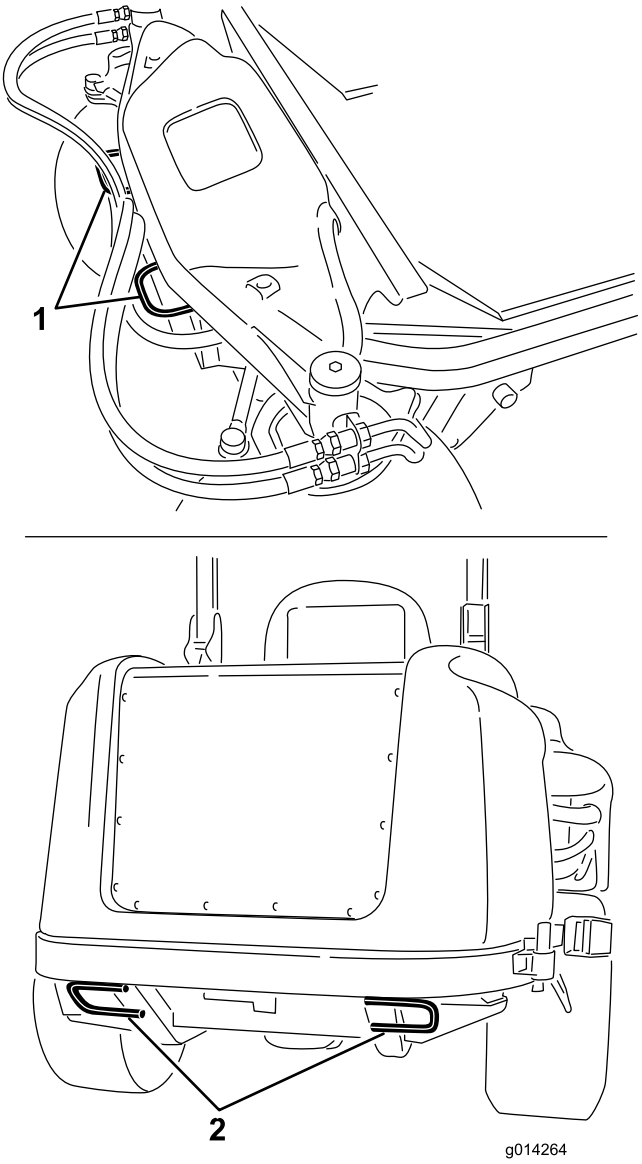

**Figur 36**
- Spænd maskinen godt fast til anhængeren eller lastbilen med remme, kæder, kabler eller reb som foreskrevet i færdselsreglerne for dit lokalområde (Figur 36).